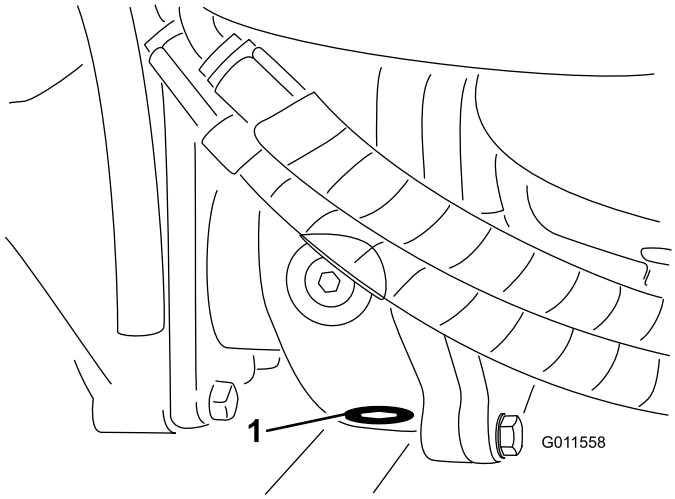

Figur 65
5. Rengör området kring avtappningspluggen på botten av växellådan (Figur 65).